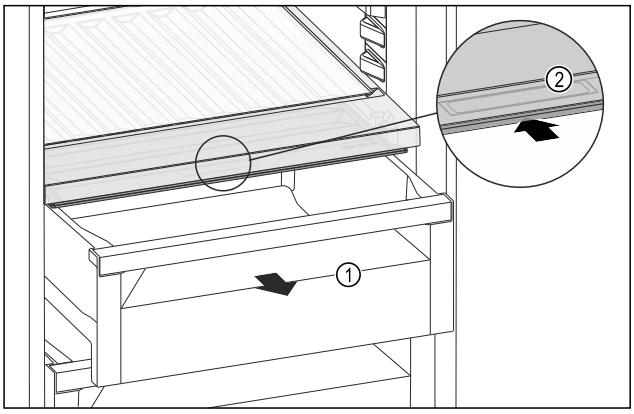

Fig. 175
- ▶ Retirer le tiroir *Fig. 175 (1)*.
- ▶ Saisir la poignée encastrée *Fig. 175 (2)* du couvercle du compartiment et pousser le couvercle du compartiment vers l'arrière.